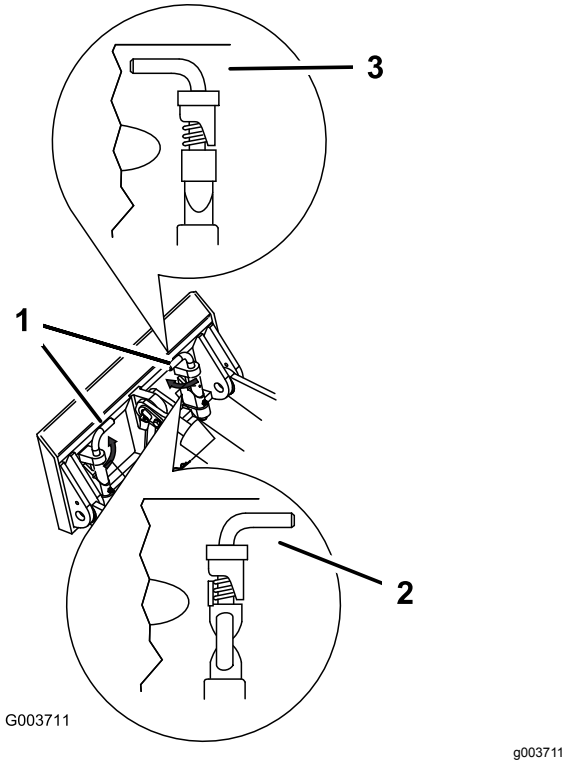

Rysunek 28
7. Załóż sworznie szybkomocujące upewniając się, że zostały całkowicie osadzone w płycie montażowej (Rysunek 28).